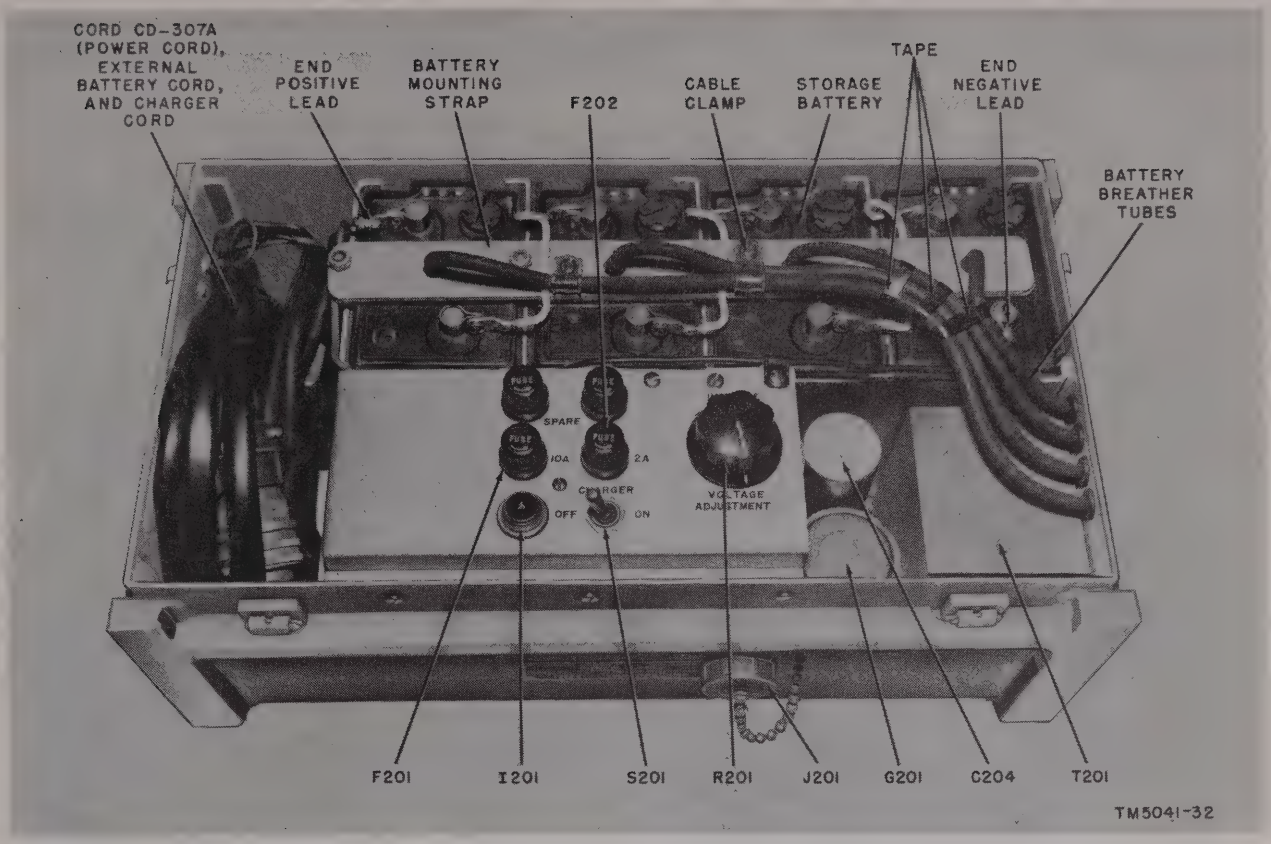

Figure 32. Power supply, front panel and batteries, location of parts.
a. To remove vibrator G201 (fig. 32), pull up on the post end of the retainer and remove the retainer. Withdraw the vibrator from the socket.
c. To remove the power-supply chassis from the case, remove the three screws (on the top control panel) that are nearest the storage batteries, three screws on the side of the case above the connector, and the eight screws on the bottom of the case. Loosen connector J201 (fig. 32) by removing the cap and the four screws that fasten the connector to the case. Push the connector inside the case. Disconnect the end positive and the end negative leads. The chassis is then free and can be removed from the case.